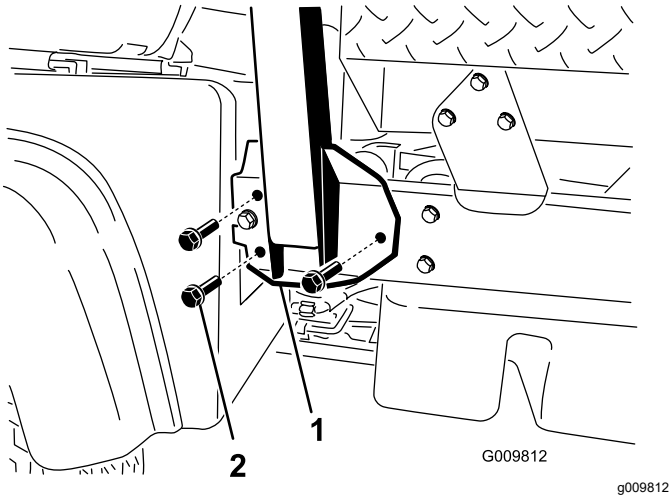

**Figura 4**
2. Alinee cada lado de la barra antivuelco con los taladros de montaje de cada lado del bastidor de la máquina (Figura 4).
3. Sujete el soporte de montaje de la barra antivuelco al bastidor de la máquina usando 3 pernos con arandela prensada (½" x 1¼") en cada lado (Figura 4).